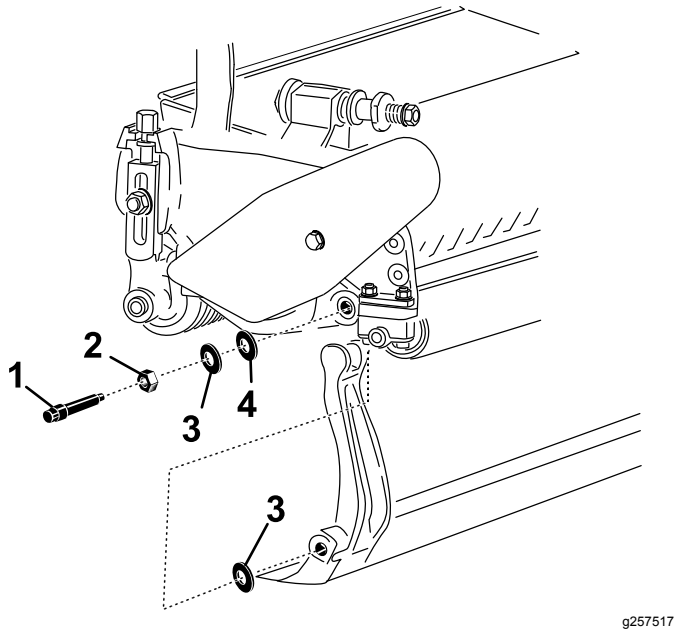

Figuur 22
Bewaar de 2 nylon ringen en 1 stalen ring op beide uiteinden van de snijbalk (Figuur 22).
3. Plaats een nylon ring aan beide zijden van de naaf van de zijplaat. Plaats een stalen ring op de buitenkant van beide nylon ringen (Figuur 22).